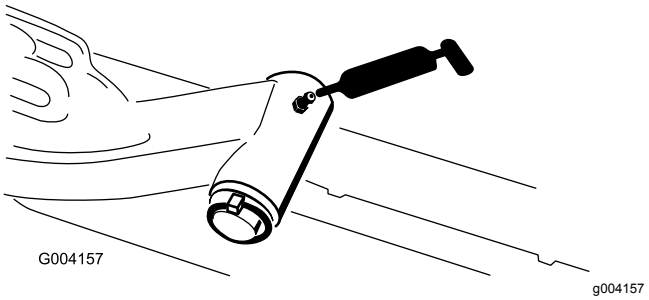

Figur 75
- Løftearmenes drejeaksel (1 hver) (Figur 75)